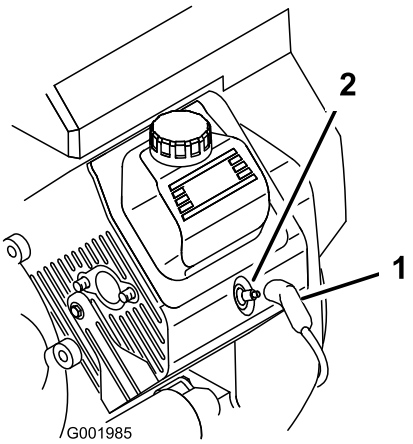

Figur 53
3. Træk ledningerne af tændrørene (Figur 53).
3. Sæt ledningerne på tændrørene (Figur 53).